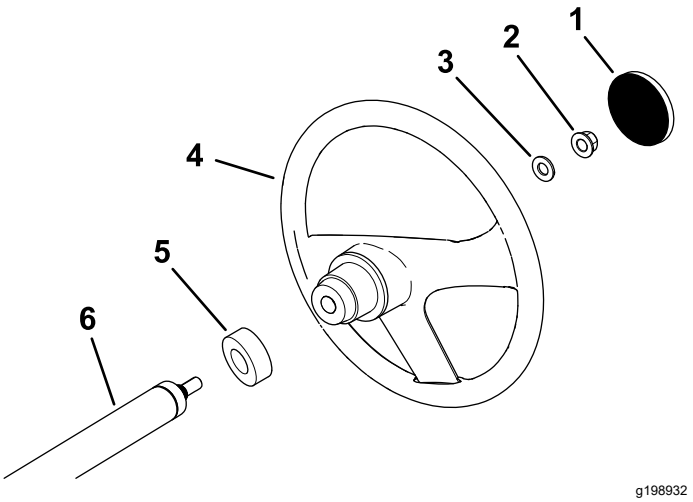

**Figuur 3**
1. Verwijder (indien aanwezig) de kap van de naaf van het stuurwiel (Figuur 3).
2. Verwijder de borgmoer (½") van de stuuras (Figuur 3).
3. Schuif het stuurwiel, de stofkap en de ring (½") op de stuuras (Figuur 3).
5. Bevestig de kap op het stuurwiel (Figuur 3).